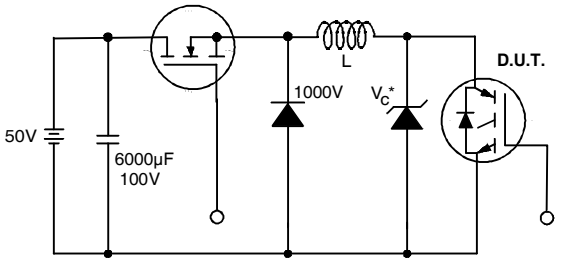

Figure 19. Clamped Inductive Load Test Circuit
② V_{CC}=80%(V_{CES}), V_{GE}=20V, L=10µH, R_G= 23Ω (figure 19)
③ Pulse width ≤ 80µs; duty factor ≤ 0.1%.
④ Pulse width 5.0µs, single shot.
⑤ When mounted on 1" square PCB (FR-4 or G-10 Material).